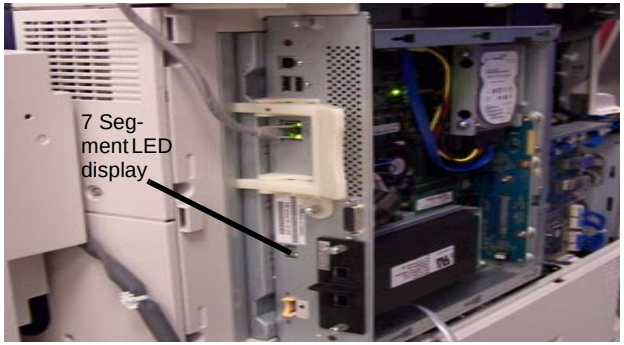

Figure 1 SBC 7-segment LED Location
Power on Self Test (POST) runs each time the machine is powered on. POST tests the function of key SBC subsystems before starting the operating system. As POST executes, progress codes appear on the SBC 7-segment display, Figure 1.
1. Locate the SBC 7-segment display, Figure 1, then cycle system power.